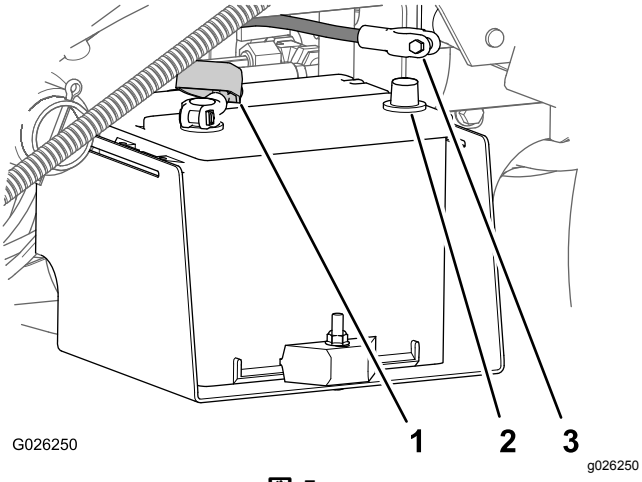

図 5
3. 赤いプラスケーブルをバッテリーのプラス端子に取り付けてボルトとナットで固定する図 5。